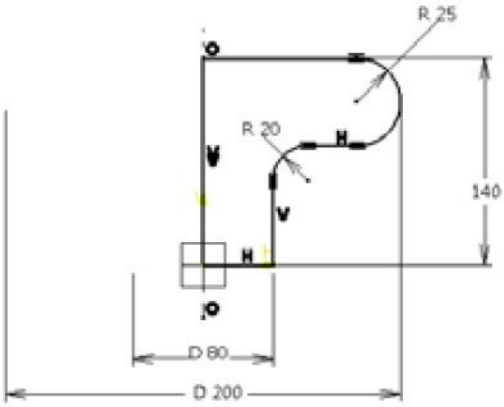

Figure 4-55 *The sketch after applying all the constraints*
which the position, shape, and size of all the elements are completely defined. Most of the geometrical constraints are applied to the sketched entities while drawing the sketch. If required, you can also apply additional geometrical constraint before applying the dimensional constraints. The constraints required for this sketch are shown in Figure 4-55.
5. Move the cursor vertically downward and click once in the geometry area to place the dimension, refer to Figure 4-55.
9. Move the cursor vertically downward and place the new linear diameter dimension below the previous dimension, refer to Figure 4-55.
The default values of dimensions displayed in Figure 4-55 may be different while dimensioning the sketch. The advantage of using parametric software is that you can draw a sketch of any size and then modify its dimensions.